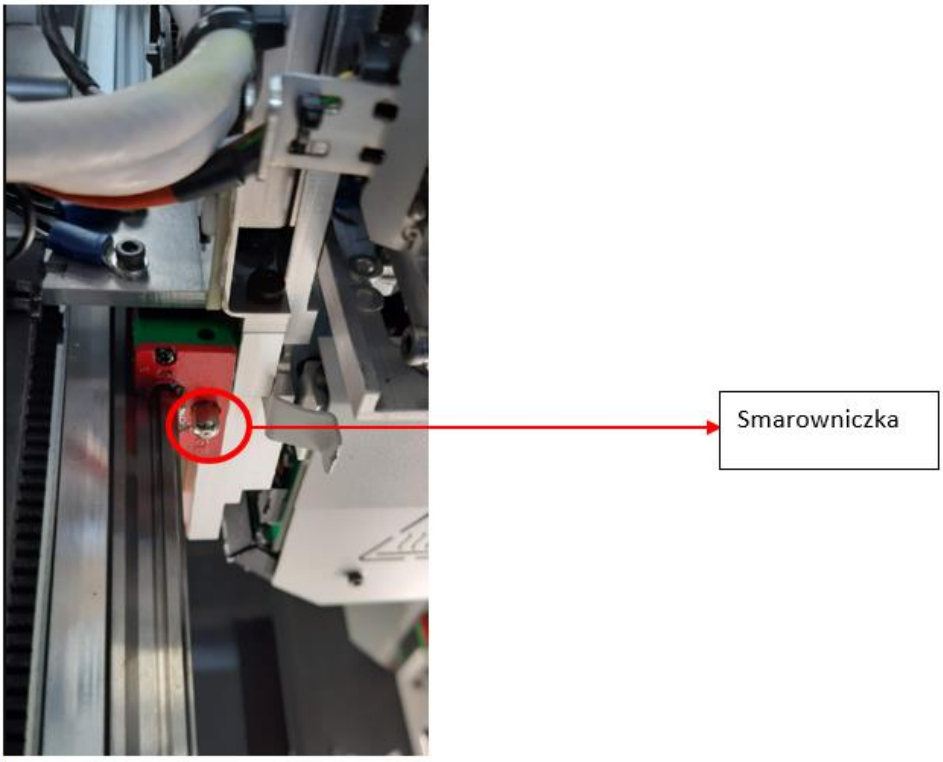

Rys. 33 Smarowanie osi Y
- Przesuń moduł maksymalnie do przodu drukarki, tak aby uzyskać dostęp do smarowniczki wózka liniowego osi Y (rys.33).